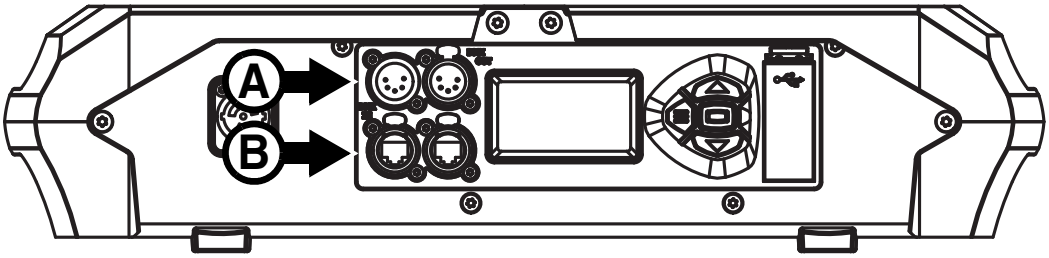

Bild 8: Datenverbinder
- ein Paar XLR-Verbinder (**A** in Bild 8), und
- ein Paar etherCON-Verbinder (**B** in Bild 8).
Der MAC Ultra Wash ist mit 5-poligen DMX-Verbindern (siehe **A** in Bild 8) für DMX- und RDM-Signale ausgestattet. Die Pinbelegung ist wie folgt:
Der MAC Ultra Wash ist mit Neutrik etherCON-Verbindern (siehe **B** in Bild 8) für DMX- und RDM-Signale über Art-Net, sACN und das Martin P3 Videoprotokoll ausgestattet. Jeder Verbinder kann als Eingang, der andere Verbinder als Ausgang verwendet werden.